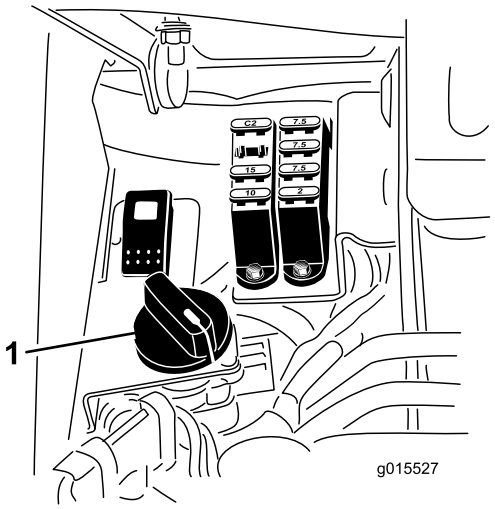

Figur 60
6. Vrid cylinderhastighetsreglaget till inställningen 1 (Figur 60).